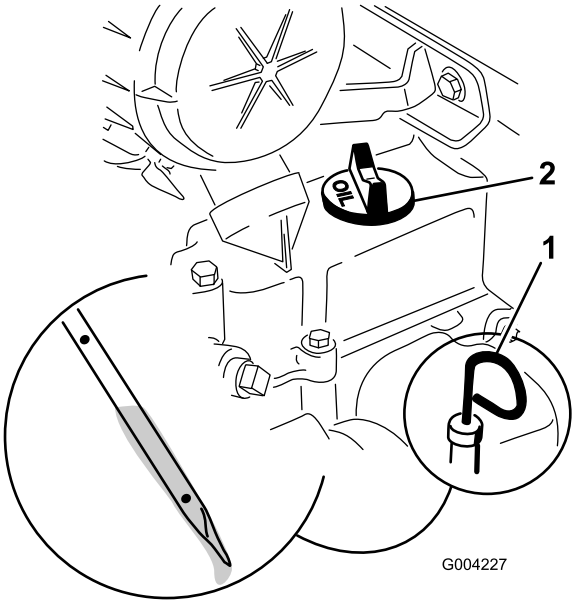

**Figur 15**
2. Fjern målepinden, og aftør den med en ren klud (Figur 15).
3. Sæt målepinden i røret, og sørg for, at den er helt i bund (Figur 15).
4. Fjern målepinden, og kontroller oliestanden (Figur 15).
5. Hvis oliestanden er lav, skal påfyldningsdækslet tages af (Figur 15) og tilstrækkeligt olie hældes på til at hæve niveauet til full-mærket på målepinden.
6. Sæt målepinden helt på plads (Figur 15).